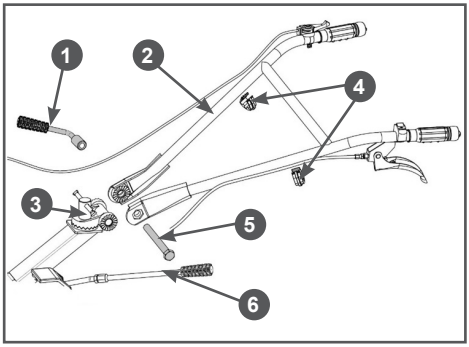

Рис. 14 Установка рабочих рукояток
8. Установите рабочие рукоятки на мотоблок. Совместите отверстия в рабочих рукоятках 2 и стойке 3 рабочих рукояток. Со стороны рычага 6 переключения передач вставьте в образовавшееся отверстие болт 5 и закрутите ручку 1 регулировки рабочих рукояток по вертикали, не затягивая её (Рис. 14). Отрегулируйте положение рабочих рукояток 2 по вертикали. Убедитесь, что головка болта 5 вошла в посадочное место на рабочих рукоятках 2, после чего окончательно затяните ручку 1 регулировки рабочих рукояток по вертикали (Рис. 14).
9. Убедитесь, что тросы газа и рычага включения и кабель выключателя зажигания не имеют резких перегибов. При необходимости, измените положение тросов и кабеля. После этого закрепите тросы и кабель на рабочих рукоятках с помощью фиксаторов 4 (Рис. 14).